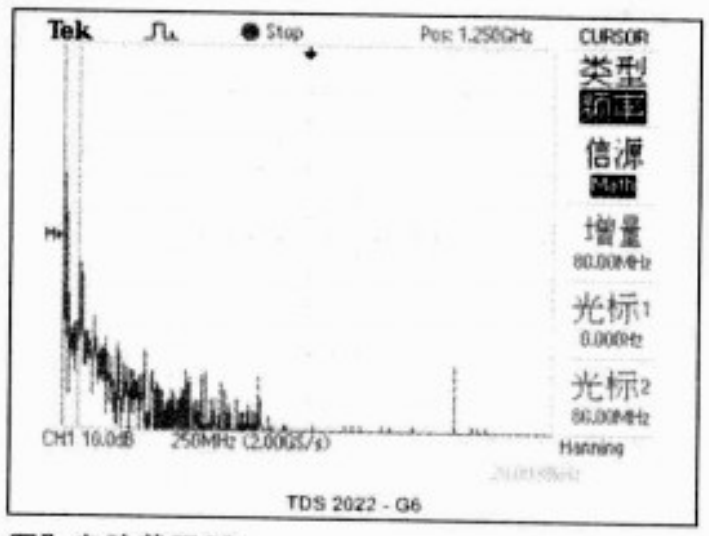

图7 电脑截图G6
3. 再按软键1，将类型改设成“频率”，此时光标变成两条垂直的竖线，调节两个“位置”旋钮，将光标2同样定位在上面选定的频谱处，如图7所示，屏幕右侧显示光标2处：80.00MHz，也就是说交流纹波的80.00MHz谐波分量的增量是34.4dB。用上述相同的方法和步骤，可以对开关电源的其他各次谐波分量进行分析。从理论上讲，理想的直流电源应该只有直流分量，交流纹波为零，也就是没有多次谐波分量，但实际使用的直流电源是做不到的，只能设法尽量减小交流纹波幅度和多次谐波分量幅度，直流电源的性能越好交流纹波幅度和多次谐波分量幅度越小。